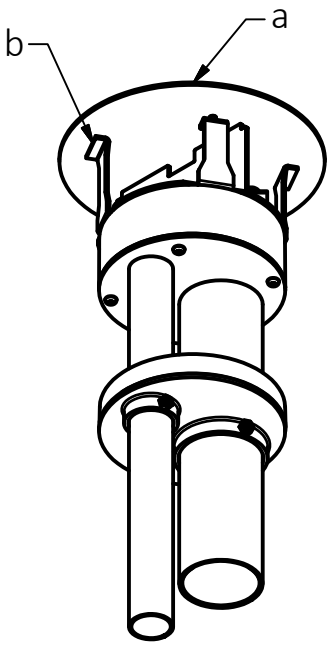

FIG. 1
3) Presione hacia abajo sobre la placa de instalación (a) para insertar la caja de servicio en el agujero cortado. Empuje hasta que los soportes (b) estén al ras con el piso de concreto. Fig. 1
3) Press down onto installation plate (a) to insert service fitting into the cored hole. Push until brackets (b) sit flush against the concrete floor. Fig.1